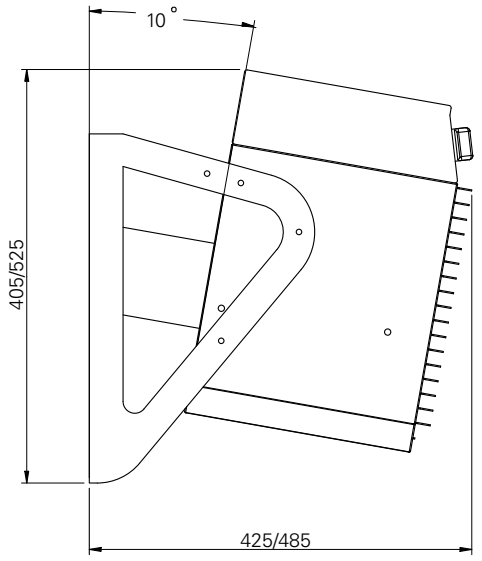

Fig. 3
2. Закрепите монтажные скобы на приборе как показано на рис.3 на стр.3 винтами по три с каждой стороны.